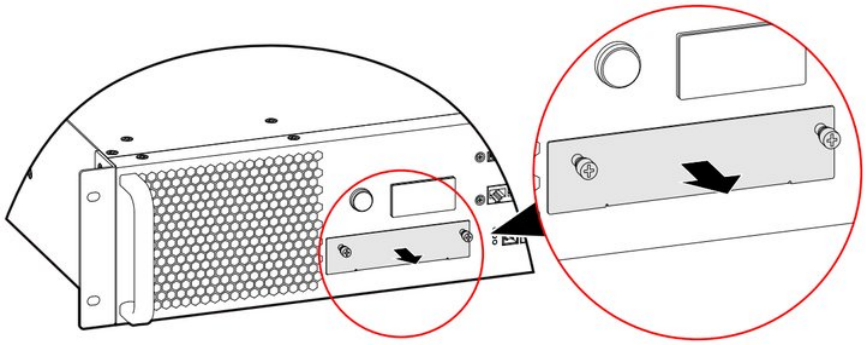

FIGURA 3-23 Rimozione della piastra di copertura della scheda di espansione
1. Allentare le viti della piastra di copertura della scheda di espansione sull'unità bypass e rimuovere la piastra, come mostrato nella Figura 3-23.